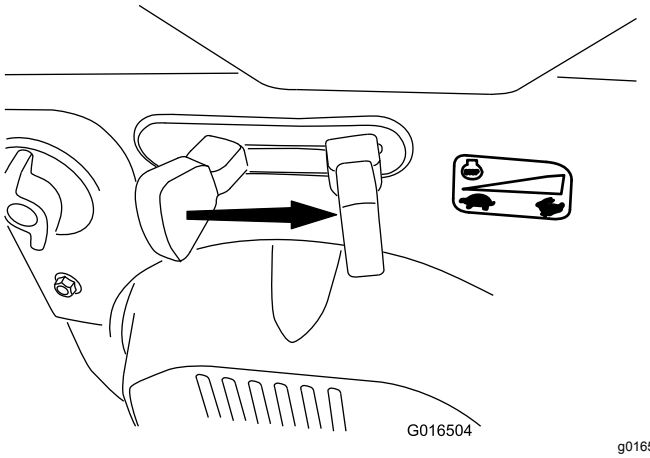

Rysunek 23
6. Ustaw dźwignię przepustnicy w pozycji SZYBKO (Rysunek 23).